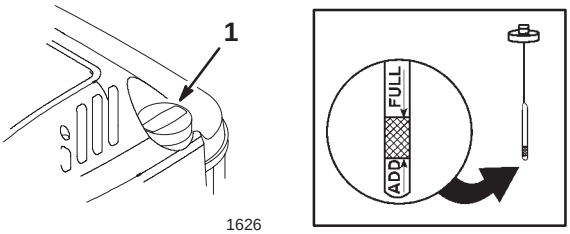

Abbildung 5
Vor jedem Einsatz darauf achten, daß der Ölstand zwischen den Markierungen *Add* und *Full* am Peilstab liegt (Abb. 5).
2. Den Bereich um den Peilstab herum reinigen (Abb. 5).
6. Den Ölstand am Peilstab ablesen (Abb. 5).